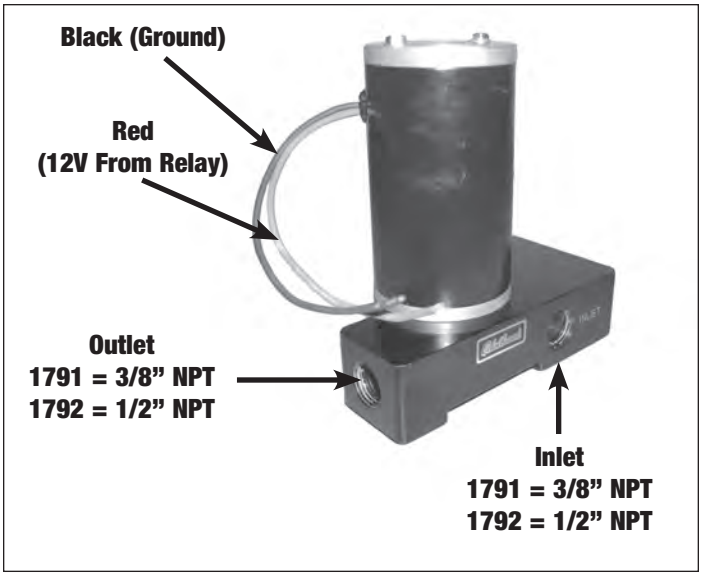

***Figure 2 - Fuel Pump***
***NOTE:*** *These pumps are only designed to push fuel from the rear of the vehicle forward, towards the engine bay. The pump must be mounted below the fuel level or pickup tube inlet for the pump to prime properly on startup. Ideal installation would mount the pump upright as shown in* ***Figure 2,*** *but the pump will operate in any orientation.*
7. Install the appropriate fittings or use appropriate sized hose ends on your fuel line ***(Fuel fittings not included) (See Figure 2)***. Coat the threads of the fittings with thread sealer before assembly. Pump #1791 features 3/8" NPT inlet and outlet and 1792 features 1/2" NPT threads. See the Russell catalog or visit **www.russellperformance.com** for a selection of fittings and hose ends.
Connect the **BLACK** wire to a battery ground or good engine/chassis ground, and the **RED** wire to the 12v output from the relay being used ***(See Figure 2)***. The relay should be wired such that power to the fuel pump is only on when the key is on. See the installation instructions to Universal Fuel Pump Relay #1795 for relay wiring instructions.